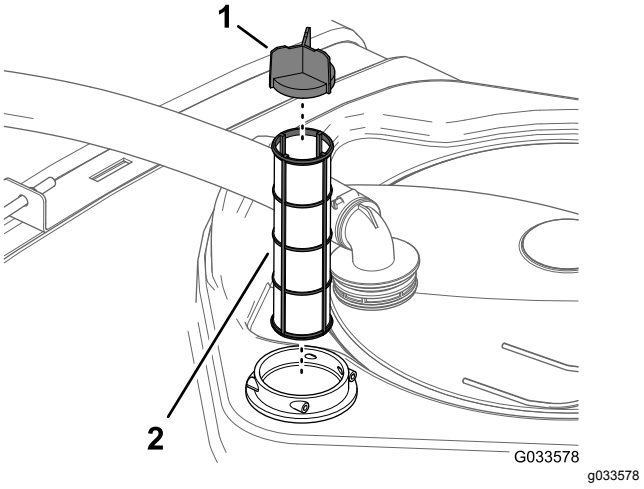

**Figuur 14**
4. Trek de zuigkorf uit zijn behuizing in de tank (Figuur 14).